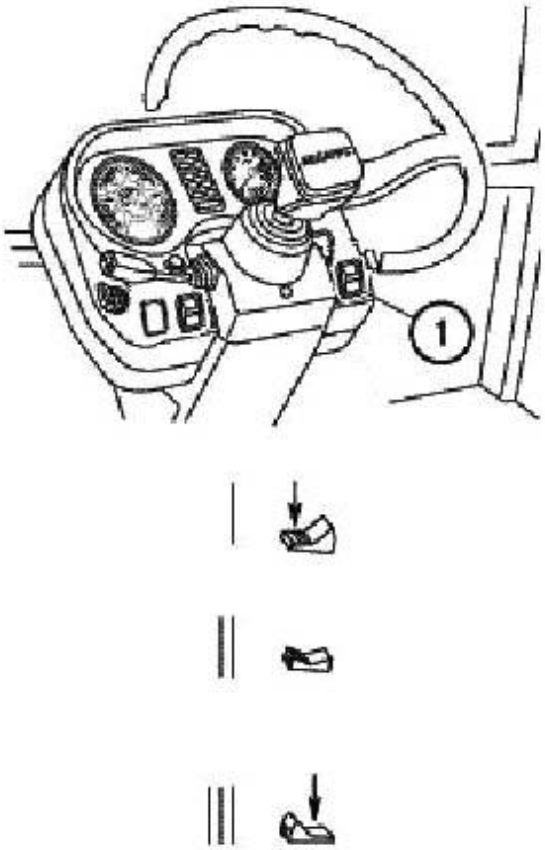

Рис.4.11
Центральный переключатель света (поз 1 на рис.4.11**)**
Для включения передних фар установите центральный переключатель света (1) в положение III (см. рис.4.11), а рычаг подрулевого переключателя в среднее положение – «ближний свет». «Дальний свет» включается поворотом рычага переключателя от себя до упора.